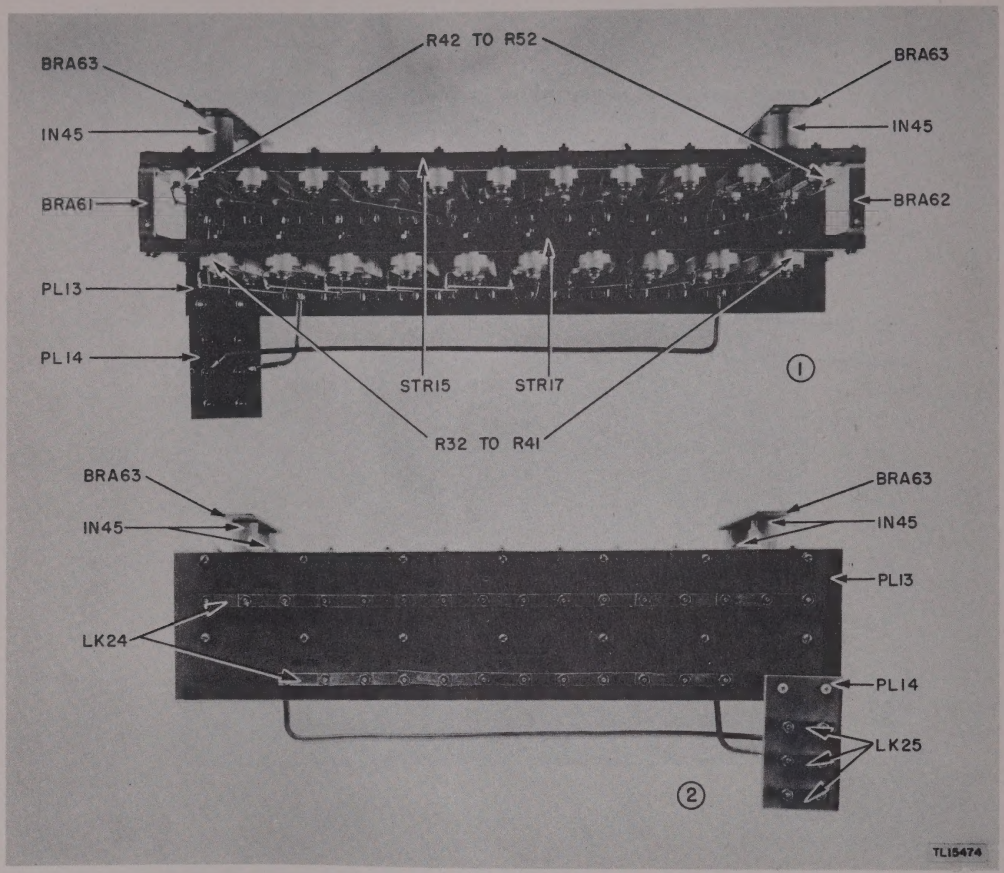

Figure 26. Course shifting L pad: ① Front view; ② Rear view.
d. If course shifting is required, operate the PLATE to OFF and set the course shifting pad insertion links as shown in figure 27. Refer to figure 19 for location of L pad. Figure 26 shows front and rear views. If the N quadrants are to be squeezed (i.e., the N quadrants will occupy angles less than 90°) insert the pad in the left or N primary and vice versa.